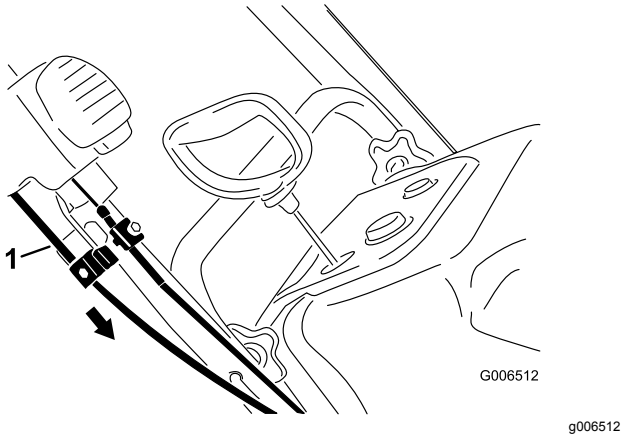

Рисунок 35
4. Удерживая разгружающий спуск направленным строго вперед, потяните вниз оболочку нижнего троса так, чтобы устранить провисание троса, и затем надежно затяните винт зажима нижнего троса(Рисунок 35).